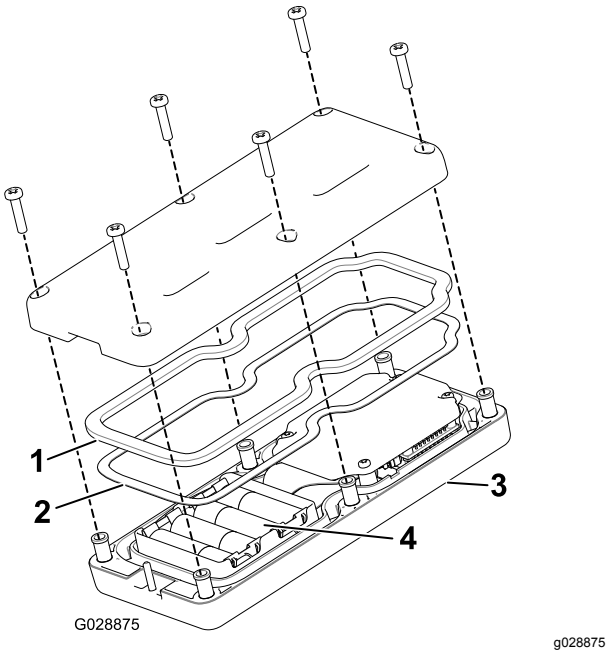

**Rysunek 13**
2. Podłącz każdą baterię do gniazda ze stykami, dbając o zachowanie odpowiedniej polaryzacji. (Jeśli baterie zostaną zamontowane nieprawidłowo, urządzenie nie zostanie uszkodzone, ale nie będzie działać). Na uchwycie wytłoczona jest biegunowość każdego zacisku (Rysunek 13).
3. Upewnij się, że uszczelka stalowa oraz uszczelka gumowa są osadzone w rowku w obudowie pilota i załóż z powrotem pokrywę tylną (Rysunek 13).
4. Dokręć śrubę za pomocą 6 śrub (Rysunek 13), a następnie dokręć je momentem od 1,5 do 1,7 N·m.